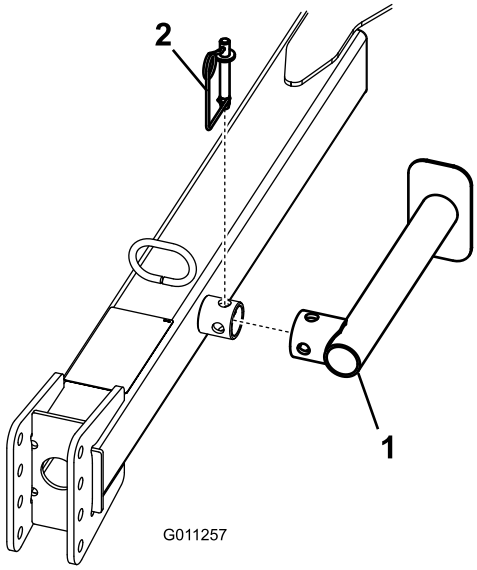

Figur 8
3. Fjern fjederpinden, drej donkraften nedad og indsæt fjederpinden (Figur 8).